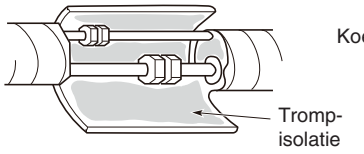
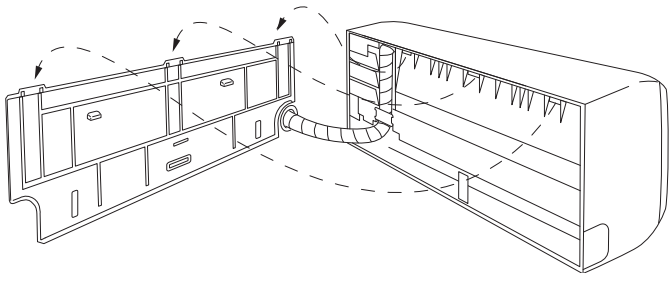

Afb. 3-26
Afb. 3-25
(2) Duw de bedrading, de koelleidingen en de afvoerslang door het gat in de wand. Zorg ervoor dat de binnenunit goed vast zit aan het achterpaneel. (Afb. 3-25)
(3) Buig de leidingen (indien nodig) voorzichtig zodat ze langs de wand lopen in de richting van de buitenunit en breng tape aan tot aan de verbindingen. De afvoerslang moet recht naar beneden lopen langs de wand naar een plek waar het water geen sporen kan achterlaten op de wand.
(4) Sluit de koelleidingen aan op de buitenunit. (Nadat u een lekkagetest hebt uitgevoerd op de aansluitingen, kunt u deze isoleren met de daarvoor bestemde isolatie. (Afb. 3-26)).